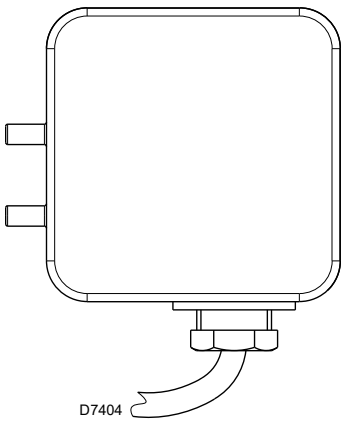

Fig. 21
- ➤ Adjust the air pressure switch (Fig. 21) to the start of the scale.
Adjust the air pressure switch (Fig. 21) after performing all other burner adjustments with the air pressure switch set to the start of the scale.